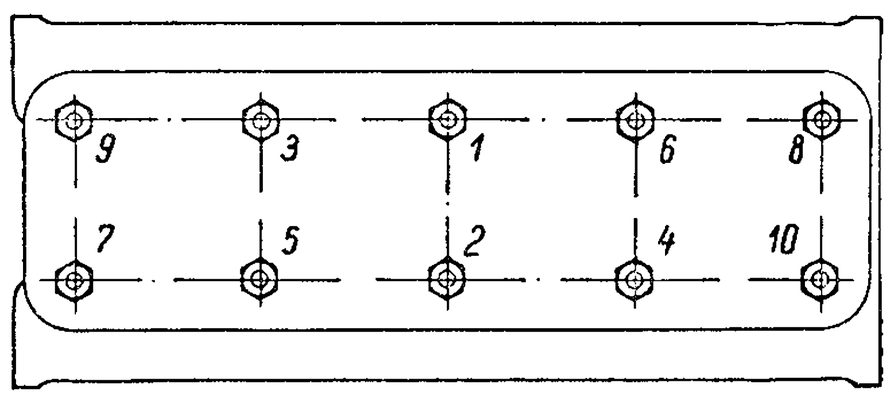

Рис. 33. Порядок затяжки гаек головки цилиндров двигателей ЯАЗ-М204
3. На прогретом двигателе (только после первых 50 часов его работы) проверить затяжку гаек головки цилиндров в порядке, показанном на рис. 33 и 34. Проверять затяжку нужно без рывков, усилием одной руки на плече 0,8 *м*, используя специальный торцо-